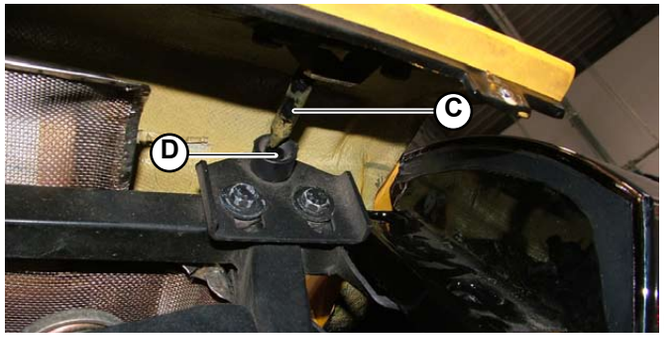

Fig.4
3. To remove the hood, detach the joints (**C-Fig.4**) from the bushings (**D-Fig.4**).